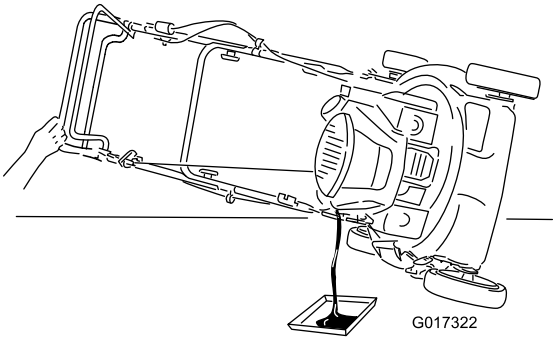

Figure 17
2. Inclinez la machine sur le côté (filtre à air en haut), puis retirez la jauge pour vidanger l'huile usagée par le goulot de remplissage (Figure 17).